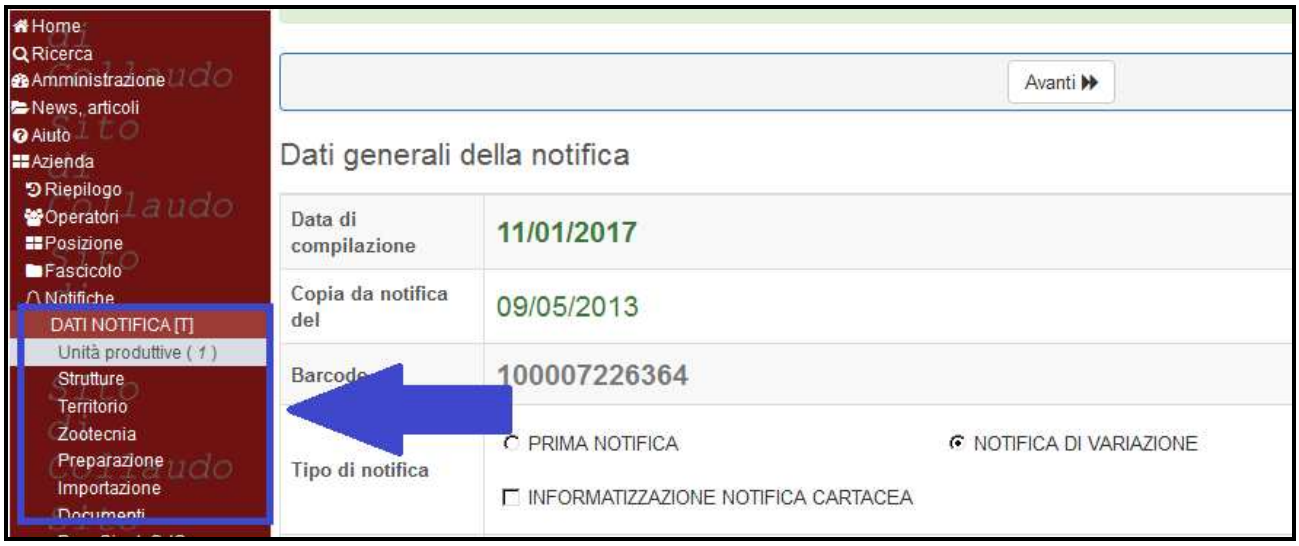

Fig. 30
- ✓ cliccando sulla denominazione del quadro presente nel menù a sinistra dello schermo (fig. 30);